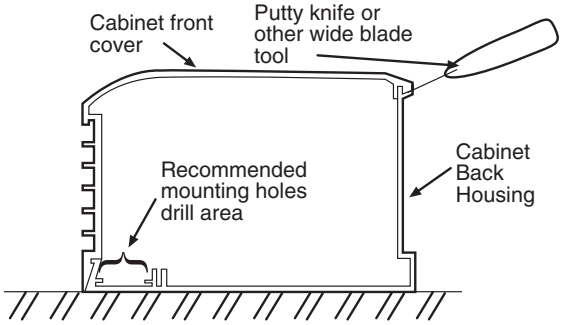

Fig. 1
16. To avoid damaging heater, do not use a screw driver to separate front cover from back housing. Use only a putty knife as shown, see Fig. 1
2. Remove front cover by laying the heater on its back and inserting a putty knife (or other thin, wide blade tool, 1” [25mm] wide minimum) approximately 6” (152mm) from the end of the heater and prying up as shown in Fig.1. This will spring the snap lock closure open. Repeat as required down the length of the heater until the front cover completely disengages from the heater back.
4. Drill the required size mounting holes in the heater housing (See Fig. 1 for recommended mounting hole location.)
5. Drill the required size mounting holes in all the heater housings. (See Fig. 1 for recommended mounting hole location.)